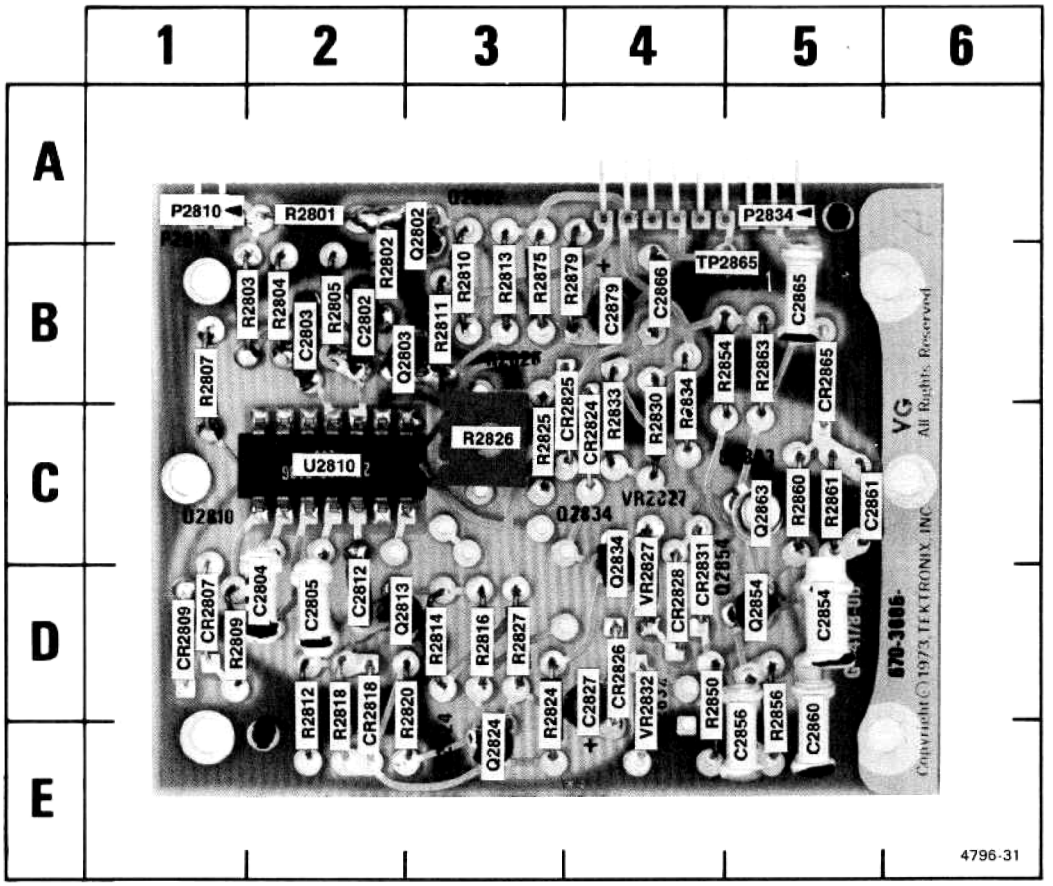

Fig. Option 5-3. A12—TV Sync Separator and Inverter Ampl board component locations.
e. Connect a 10X probe from the test oscilloscope (Vertical Volts/Div set for .2 V) to TP2865 (see Fig. Option 5-3).